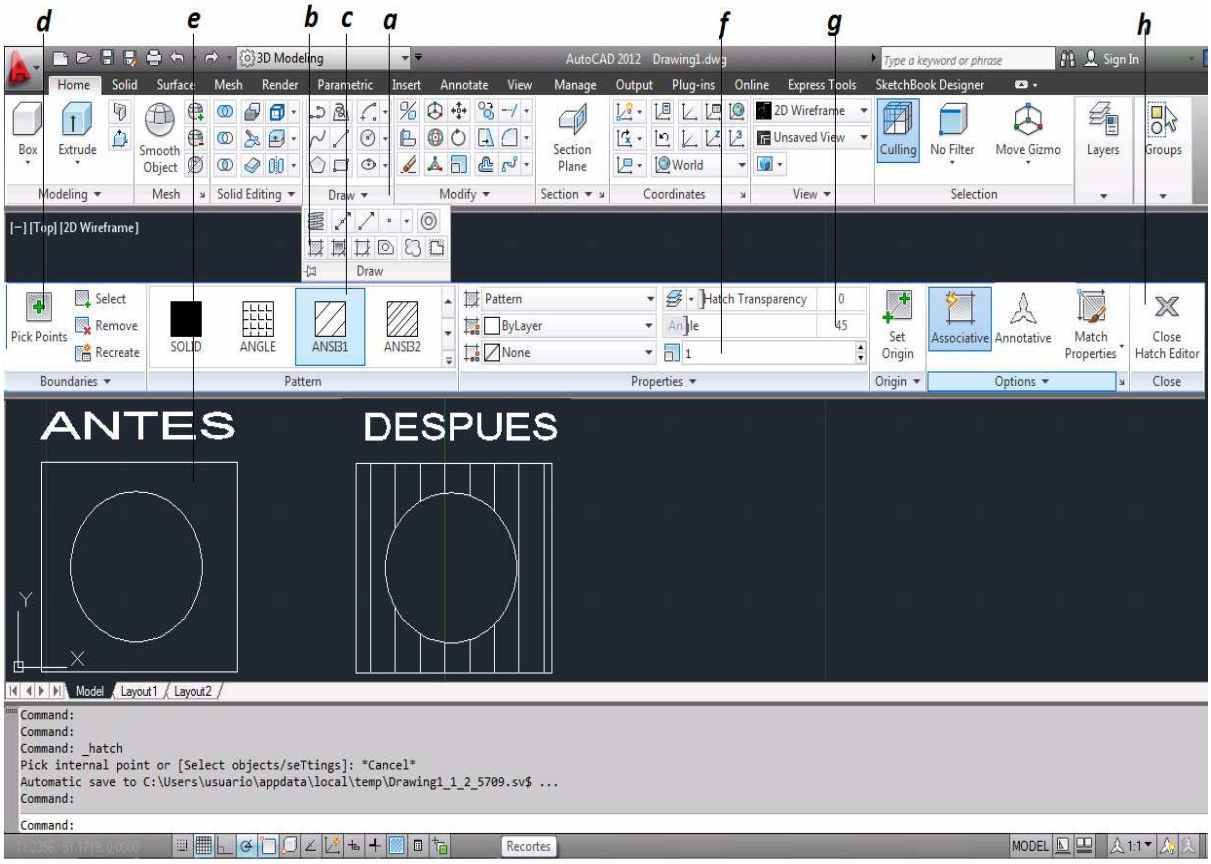

Figura 3.54 Sombreado "Angulo de Sombredo"
a. Se selecciona la flecha del icono Dibujar *(figura 3.54).*
b. Se selecciona el icono Sombreado [Hatch] *(figura 3.54).*
c. Se selecciona el estilo de sombreado ANSI31 de la lista de Patrones [Pattern] *(figura 3.54).*
d. Se selecciona el Botón Designar Punto [Pick Point] *(figura 3.54).*
e. Se da clic dentro del área a sombrear *(figura 3.54).*
f. En la caja de Texto Escale [Scale] del Grupo Propiedades, para definir la separación entre líneas se ingresa 1 *(figura 3.54).*
g. En la caja de Texto Angulo [angle] del Grupo Propiedades, para definir la inclinación de las líneas del sombreado a partir de la inclinación original, en este caso se ingresa 45 *(figura 3.54).*
h. Clic en el botón Cerrar Creación de Sombreado para terminar el comando *(figura 3.54).*